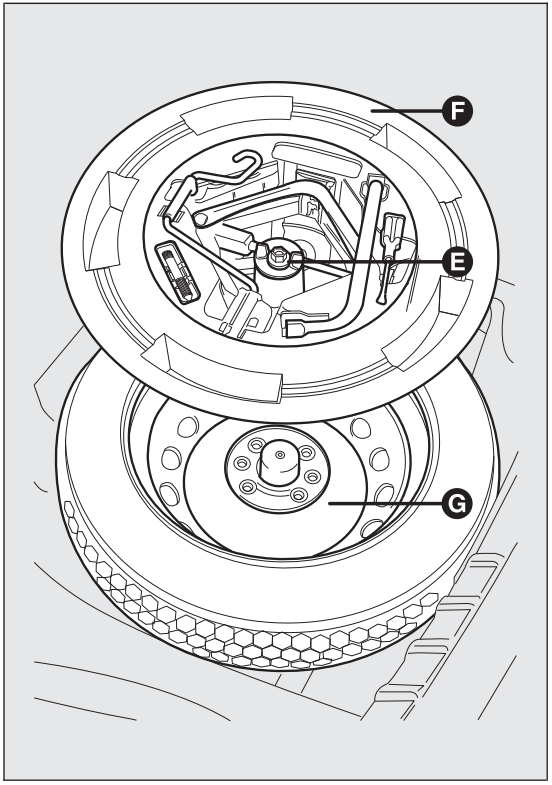

fig. 131 F0Q0392
- ❒ arrange the space-saver wheel G fig. 131 in the specific compartment in the luggage compartment;